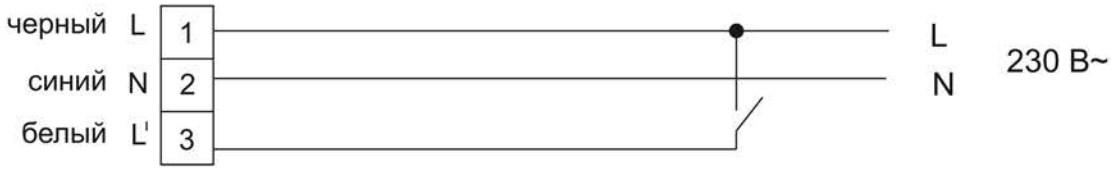
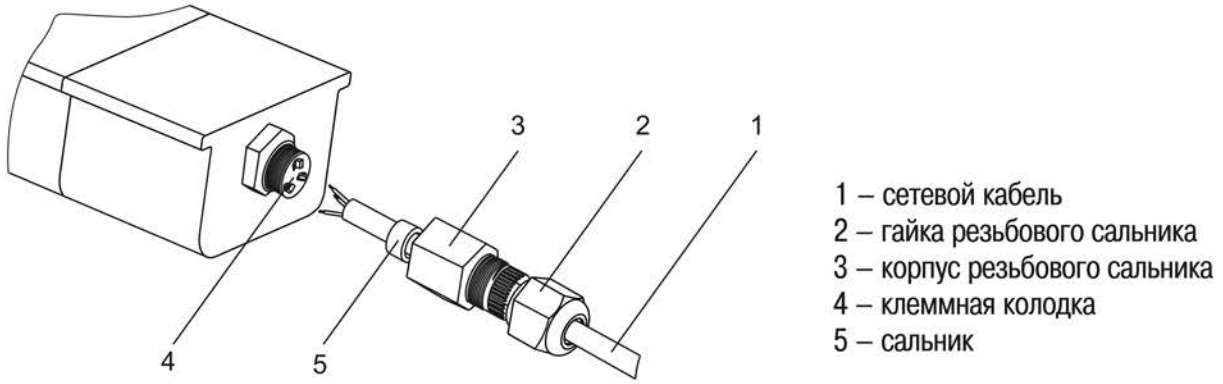

Рисунок 4
Рисунок 5
3.2.5.2 Непостоянный аварийный режим работы (рисунок 4):
3.2.8 Для подключения светильника необходимо (рисунок 5):
– присоединить подготовленные концы сетевого кабеля 1 к контактным зажимам клеммной колодки 4, согласно маркировке: (L) – фаза, (N) – нейтраль (кроме ДСП 1336А). Подключение светильника ДСП 1336А производить согласно выбранного режима работы (3.2.5) и схемы подключений (рисунок 4; рисунок 5);